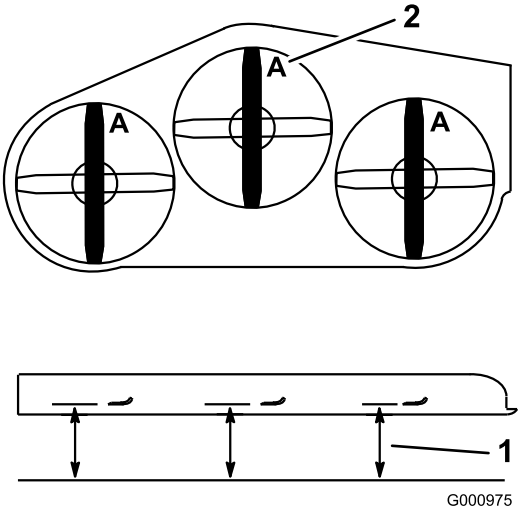

Figur 77
3. Drej skæreknivene, indtil enderne vender fremad og bagud. Mål fra en plan overflade til skærekanten, position **A**, på skæreknivene(Figur 77). Noter dette mål.